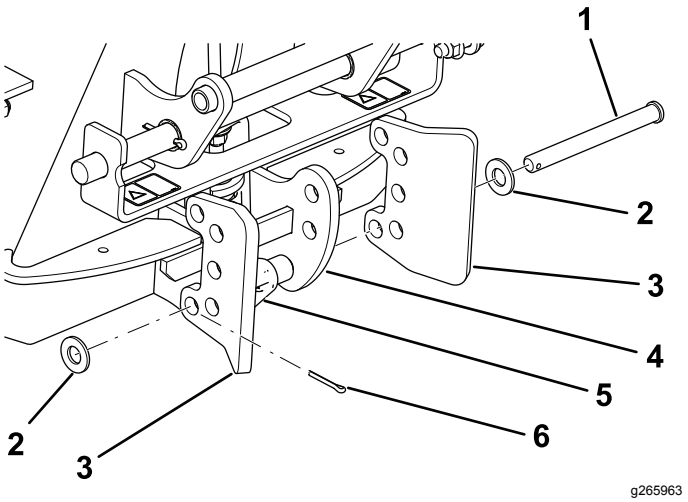
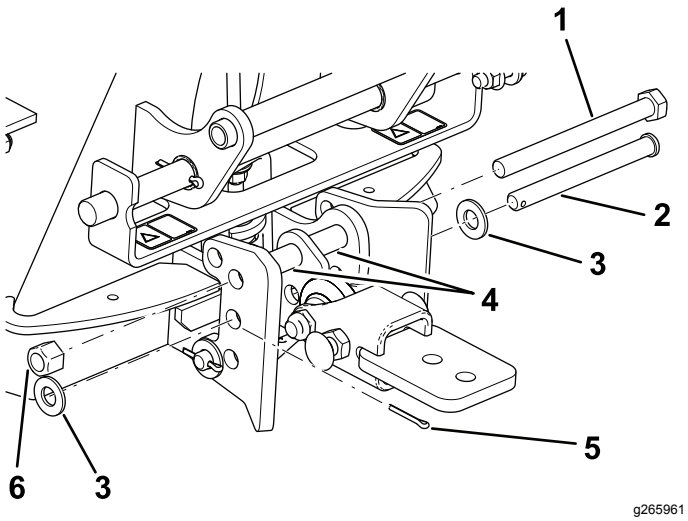

Rysunek 8
Rysunek 9
2. Połącz zespół haka z przegubem kulowym do adaptera w sposób pokazany na Rysunek 8 oraz Rysunek 9.